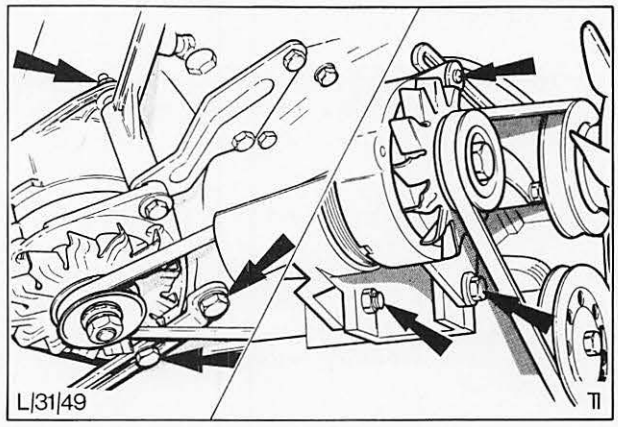

Abb. 40 Befestigungsschrauben – Drehstromlichtmaschine
4. Befestigungsschrauben der Lichtmaschine lösen, Abb. 40, und Lichtmaschine zum Motor hinschwenken.